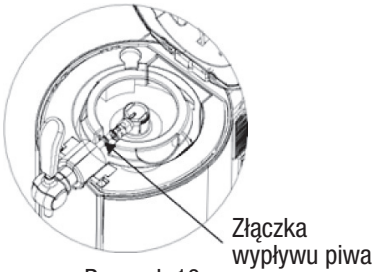
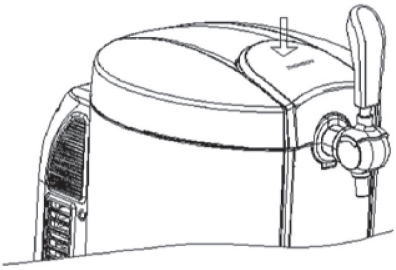

Rysunek 10
Rysunek 11
1. Otworzyć górną pokrywę, naciskając na uchwyt otwierania górnej pokrywy (rysunek 11). Umieścić prawidłowo zmontowaną beczułkę w komorze chłodzącej (rysunek 10).